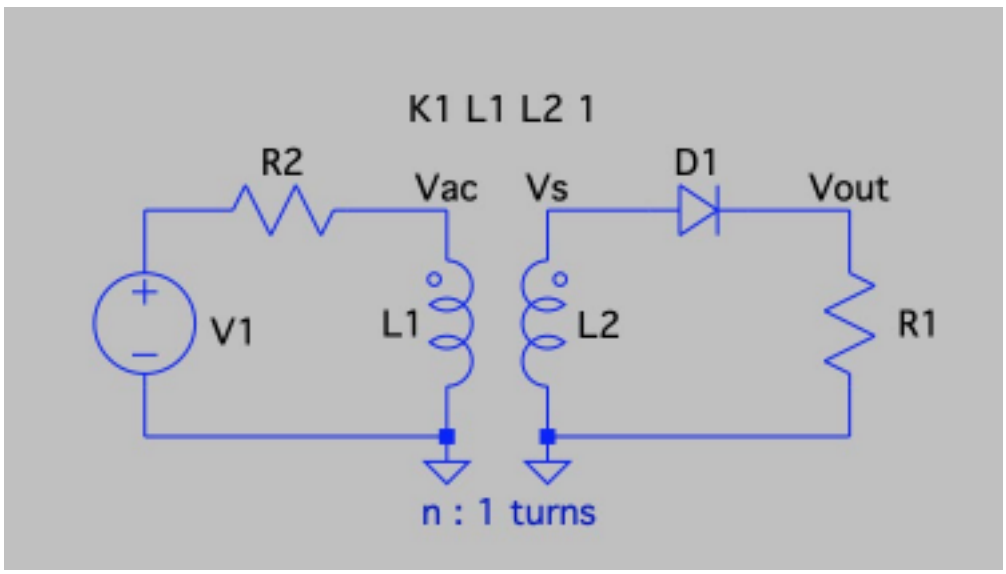

Figure 2. Half-Wave Rectifier with a Resistive Load
Draw the schematic shown in Figure 2.
(4) Label the input and output voltages as shown in Figure 2.
(5) Setup a Transient Analysis for 300ms, using 1us time step. But display the data after 150ms when the system has reached steady state. The statement that helps do this is **.tran 1us 300ms 150ms**
(6) You will be measuring several quantities as listed below